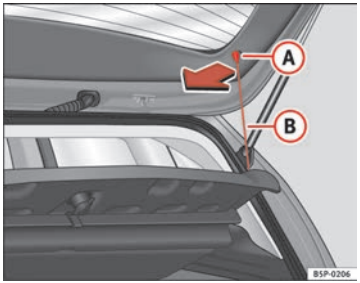

Fig. 123 Rear shelf
– Unhook the loops ⇒ fig. 123 (B) from housings (A)